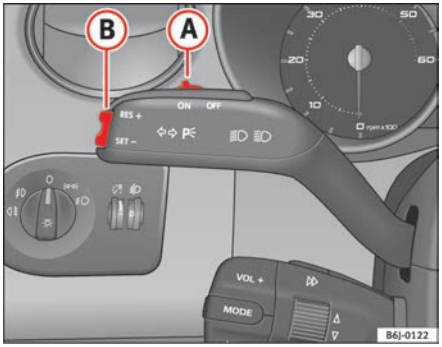

Fig. 103 Indicator and main beam headlight lever: switch and rocker switch for the cruise control
– Press the lower part **SET** of the rocker switch ⇒ fig. 103 (B) once briefly when you have reached the speed you wish to set.